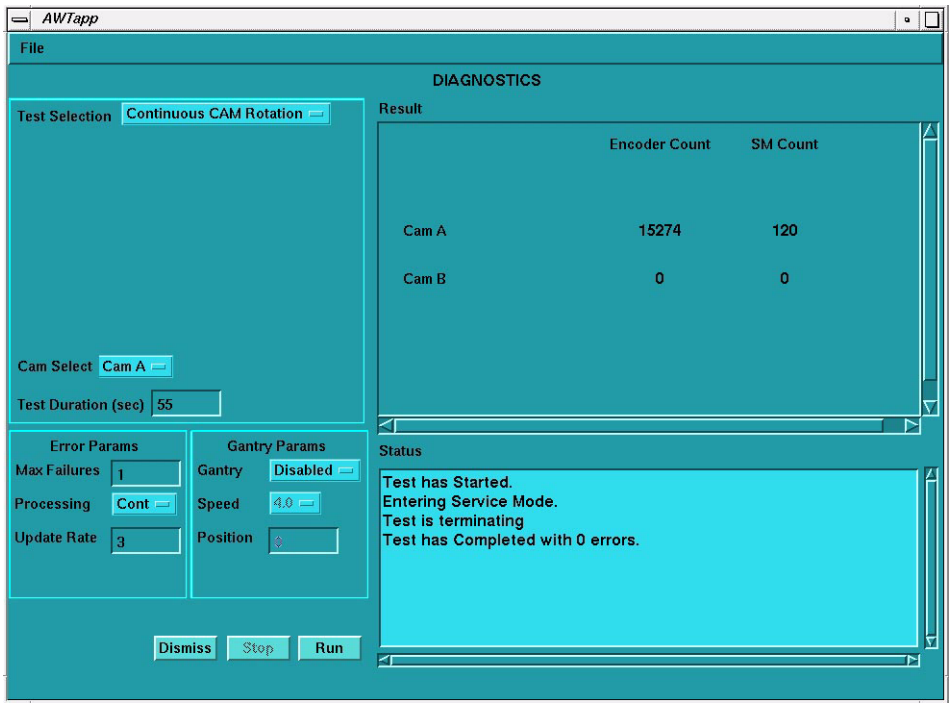

Figure 9-25 Collimator CAM Continuous Rotation Test
6.) Exercise the CAM A/B and verify no test failures. Reference Figure 9-25.